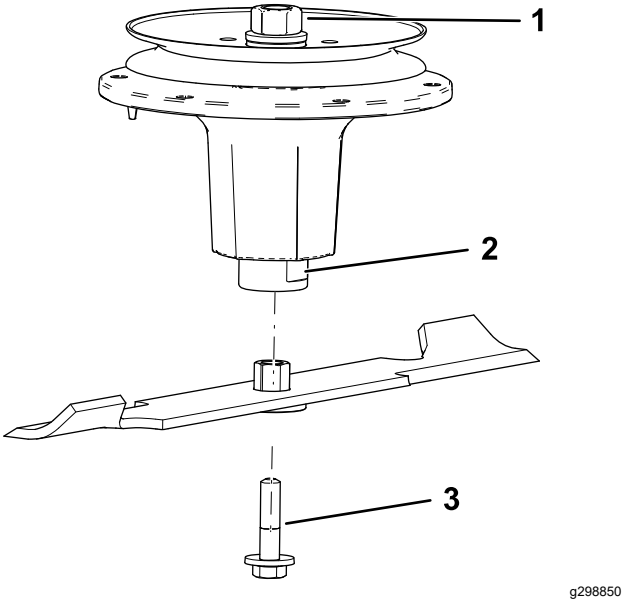

Figur 111
2. Montera bussningen/knivanordningen i spindelaxeln (Figur 111).